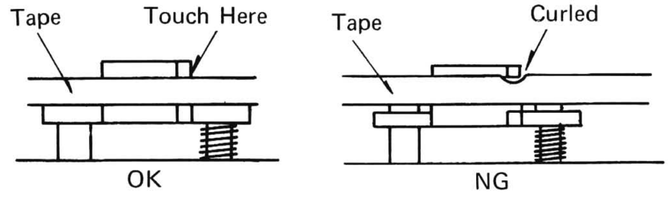

Figure 18.
3. Adjust the height adjusting screw so that the upper edge of the tape will touch at the upper tape guide of the erase head. See figure 18.